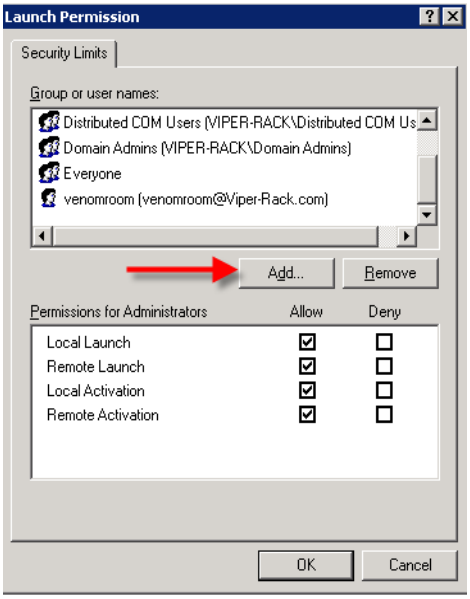

Figure 2-28 Launch Permissions
5. In the Launch Permissions window, select **Add** as shown in figure 2-28.